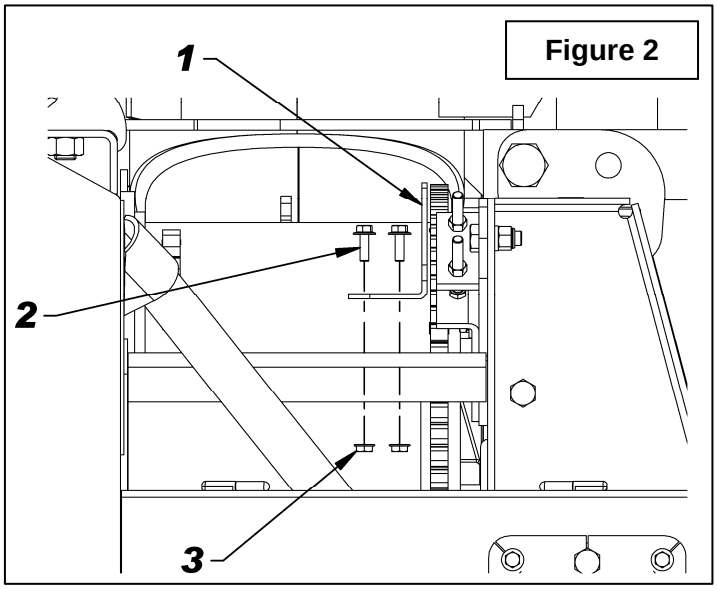

Figure 2
1. **Figure 2:** Retirer le protecteur d'engrenage (item 1) en dévissant les deux boulons hex. à bride rainurée 5/16"NC x 1" lg (item 2) et les deux écrous à bride rainurée 5/16"NC (item 3).
8. **Figure 2:** Réinstaller l'engrenage et le protecteur d'engrenage (item 1).